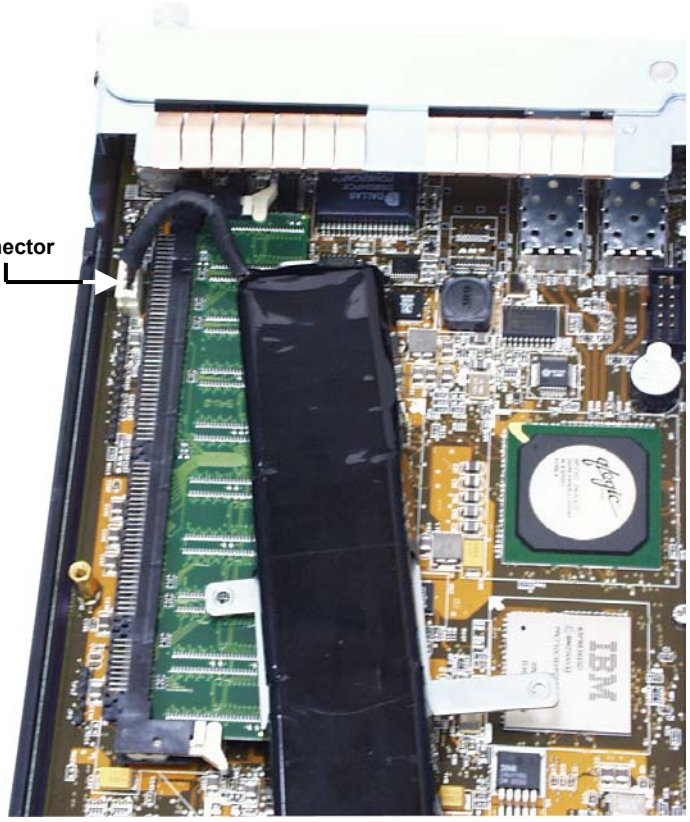

Figure 2- 3: Connecting the BBU to the controller board
5. After the BBU connectors have been firmly connected to the controller board, ***mount the BBU bracket*** onto the two spacers. Correctly line the arms of the bracket with the two spacers such that it is possible to re-insert the previously removed retention screws. (See ***Figure 2- 4***)